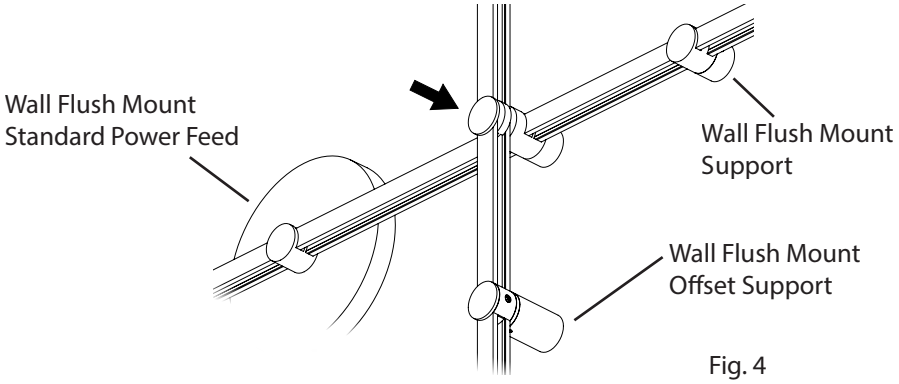

Fig. 4
2. Insert **Power Bars** into **Support**. **Note:** Wall Mount Perpendicular Power Bar Hanger (1XB03WP00*x*) is to be used in conjunction with Wall Flush Mount Support (1XB02WL00*x*), Wall Flush Mount Offset Support (1XB02WL01*x*) (Fig 4), and Wall Flush Mount Standard Power Feed (1XA08WL01*x*) or Remote (1XA08WL02*x*) (Fig 4).